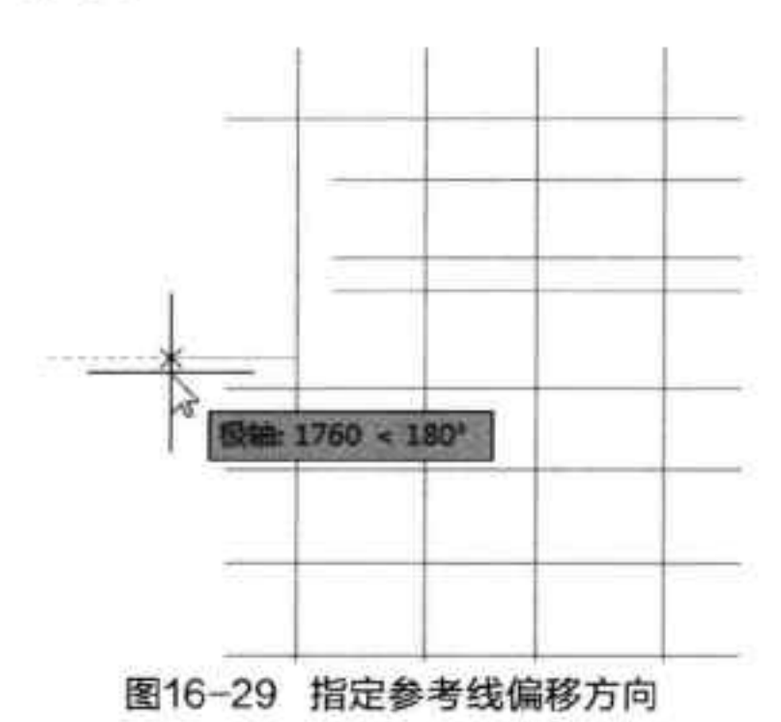

图16-29 指定参考线偏移方向
Step 03 选择是否重排轴号，这里选择“是”，然后向左移动光标，指定参考线偏移方向，如图 16-29 所示。